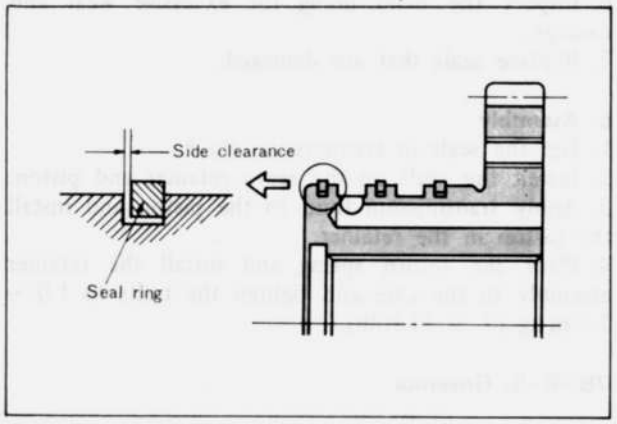

Fig. 7B–40 Clearance of oil seal ring
4. Check the side clearance between the seal ring and groove, as shown in Fig. 7B–40. This clearance should be **0.04 ~ 0.16 mm (0.002 ~ 0.006 in).** To remove the seal ring, squeeze it up so that its joint will rise above the groove and disconnect the joint.